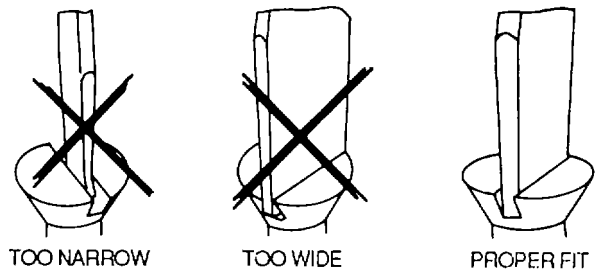

Figure 4-17. Proper Fit of Screwdrivers
(1) *Proper fit*. Select a screwdriver large enough so the blade fits closely in the screw slot. A loose fitting blade can slip and cause burring of the screw slot and damage to the blade. Proper and improper fits are shown in figure 4-17. It is important that the screwdriver be held firmly against the screw to prevent it from slipping and possibly injuring the mechanic or scarring the work.